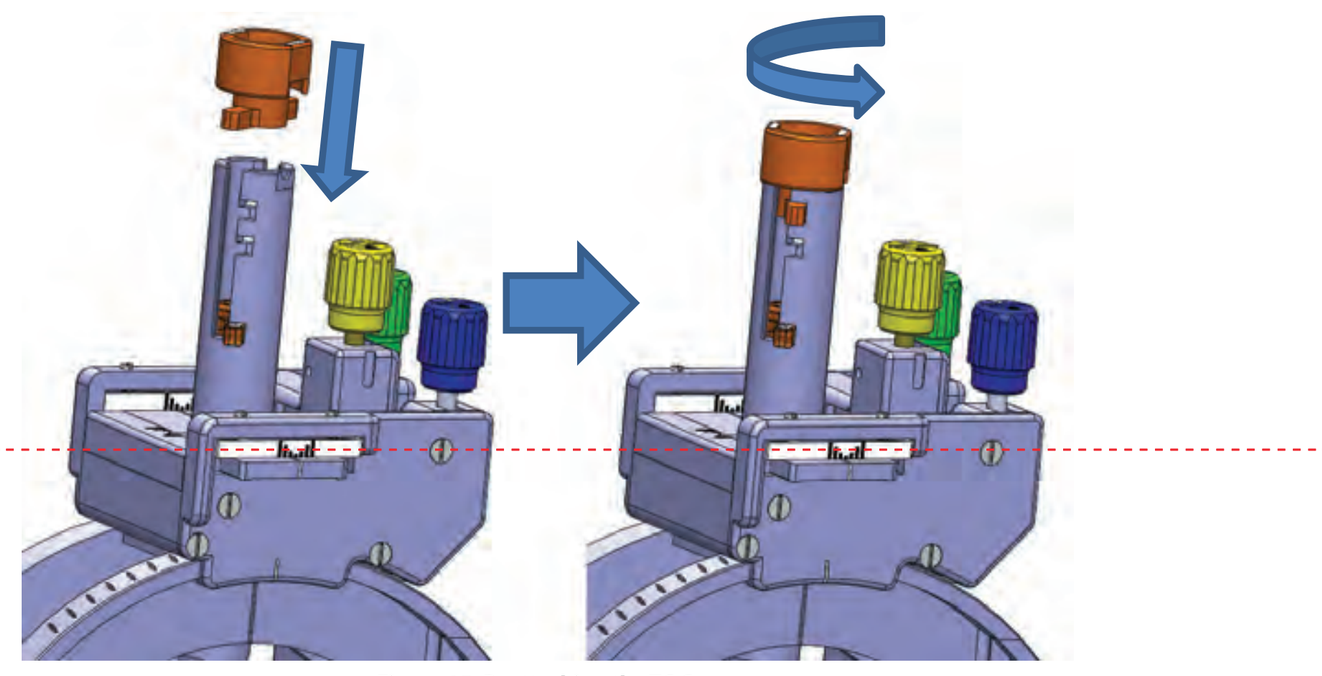

Figure 15: Reattaching the TC Cap
6. Attach the Removable Cap by aligning the Cap's tabs with the slots in the TC Support, pressing down on the cap, and then twisting to lock the tabs into the horizontal slots. **See Figure 15**.